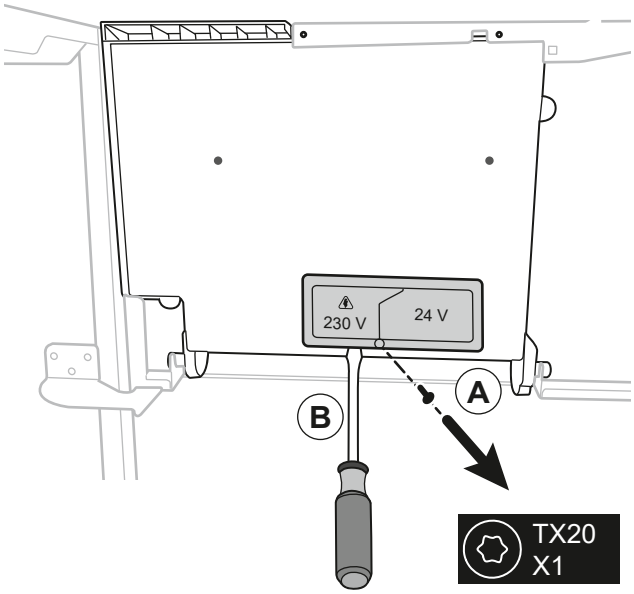

Rys. 20 — Dostęp do listwy zaciskowej instalatora
- Otworzyć klapę (patrz *Rys. 20*).